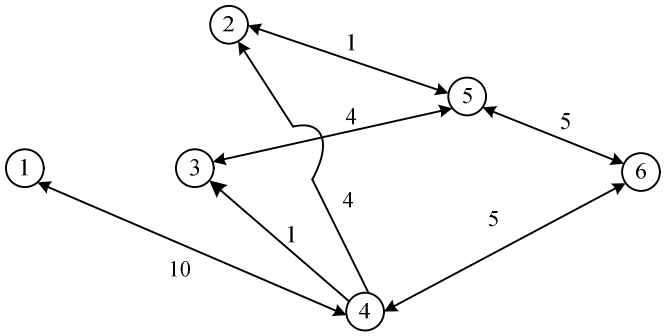

图 24.6　①②之间断开后的运输网
（1）路径①②⑤⑥的剩余最大流量为 6 万吨。计算过后，该路径上各段流量应都减少 6 万吨。从而①②之间断开，②⑤之间的剩余流量是 1 万吨，⑤⑥之间的剩余流量为 5 万吨，如图 24.6 所示。